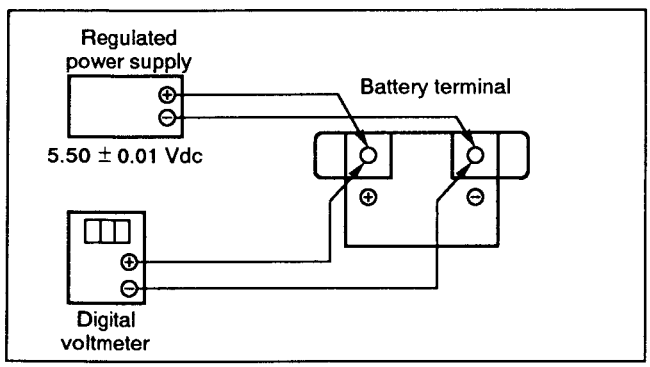

Fig. 9-4.
1) Connect a regulated power supply and digital voltmeter as shown in Fig. 9-4.
2) Connect Pins ⑧ (UN (TEST)) and ③ (PB RF GND) of CN204 on the VS-69 board with a jumper wire. (TEST mode)